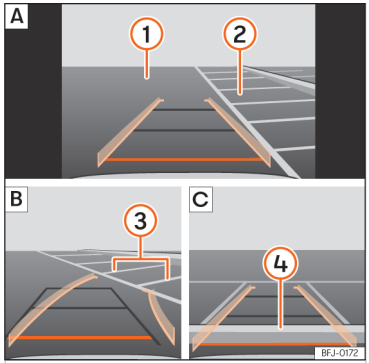

Abb. 160 Anzeige auf dem Bildschirm des Infotainment-Systems: Einparken mit dem Rückfahrassistenten.
Legende zur ››› (Abb. 160):
- Bringen Sie das Fahrzeug vor die Parklücke ››› (Abb. 160) 2 A.